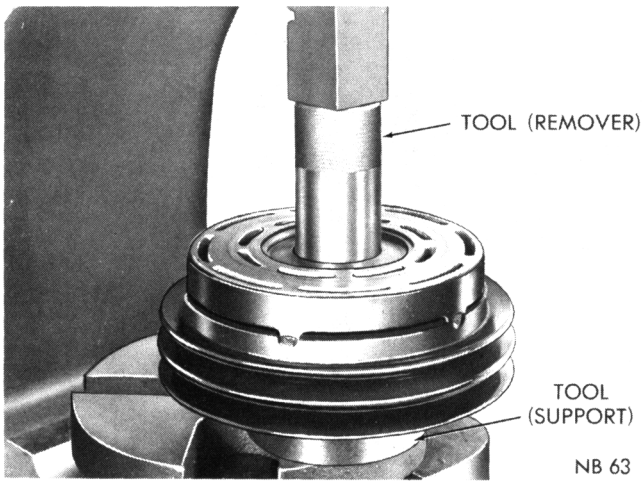

Fig. 53—Removing Bearing From the Pulley Assembly
(4) Place pulley assembly on an arbor press, with pulley side down, and bearing hub centered on Tool C-3835. Install Tool SP-3496 on inner race of bearing and press the bearing from pulley assembly (Fig. 53).